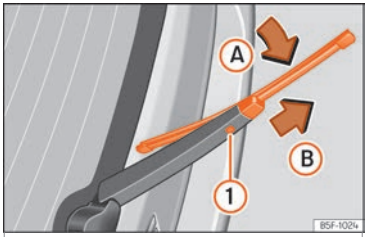

Fig. 41 Substituição da escova do vidro traseiro.
- Rode ligeiramente a escova ››› **Fig. 41** (seta Ⓐ).
- Mantenha pressionado o botão de desbloqueio (1) puxando pela escova no sentido da seta Ⓑ.
- Introduza uma escova nova no braço limpa para-brisas **com o mesmo comprimento e características**, no sentido contrário à seta Ⓑ até que encaixe o botão (1).